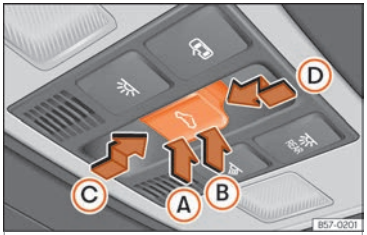

Fig. 128 Nel rivestimento interno del tetto: tasto del tettuccio di vetro.
Il tasto ››› **fig. 128** presenta due livelli. Nel primo livello è possibile porre il tettuccio di vetro in posizione di deflettore e aprirlo o chiuderlo, completamente o parzialmente.
- *Tettuccio di vetro:* prima che siano trascorsi approssimativamente 5 secondi dall'attivazione della protezione antischiacciamento, premere il tasto ⌓ ››› fig. 128 fino al secondo livello nel senso della freccia ››› fig. 128 Ⓓ finché il tettuccio non si sarà chiuso completamente.